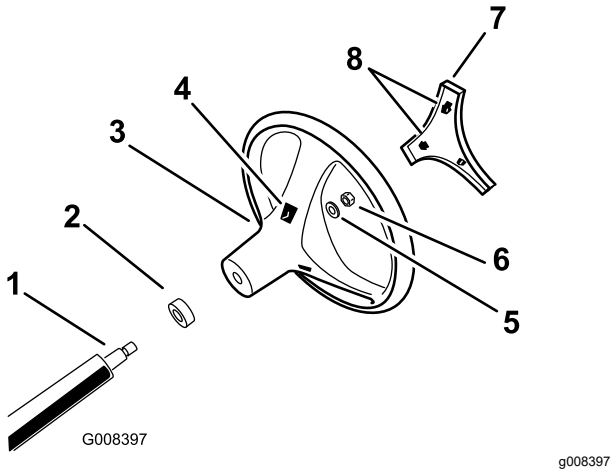

Figur 3
4. Fäst ratten vid axeln med låsmuttern (Figur 3). Dra åt låsmuttern till 24–29 Nm.
5. Rikta in kåpans flikar efter skårorna i ratten och snäpp fast kåpan på rattnavet (Figur 3).